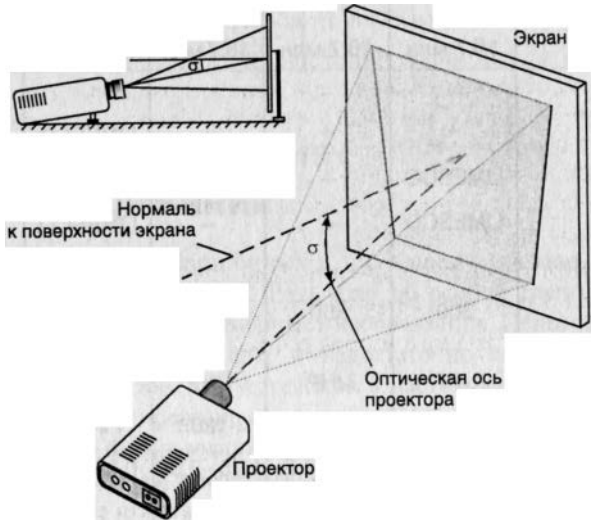

Рис. 14.45. Трапецеидальные искажения на экране при использовании проек-
- Коррекция трапецеидальных искажений растра (рис. 14.45), возникающих в том случае, когда проектор расположен ниже (выше) экрана и его луч падает под углом δ, заметно отличающимся от прямого. Угол δ отсчитывается от нормали к поверхности экрана. В технических характеристиках приводится максимальный угол δ, при котором возможна коррекция трапецеидальных искажений.